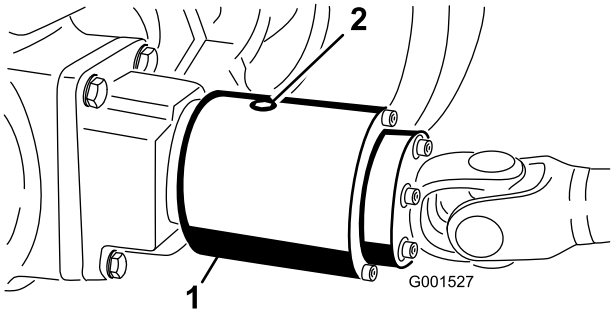

Figur 56
3. Roter clutchen slik at kontrollpluggen peker nedover (Figur 56).